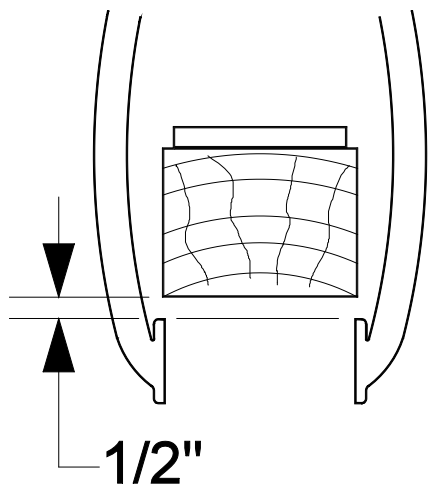

Figure 2-BB
- Adjust tamper tools to ensure that the top of the blade is 1/2 inch below the bottom of the tie as shown in Figure 2-BB. Table 2-W-1 shows depth of each tie type.